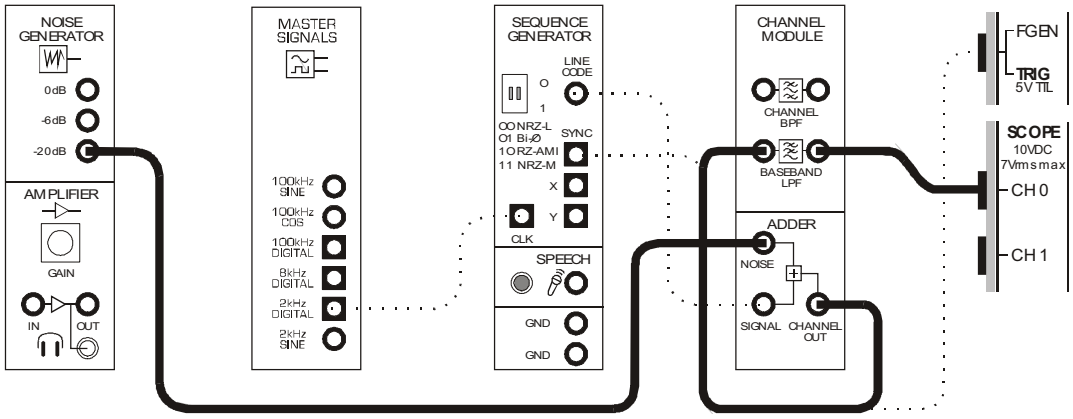

Figure 3
19. Modify the set-up as shown in Figure 3 below.